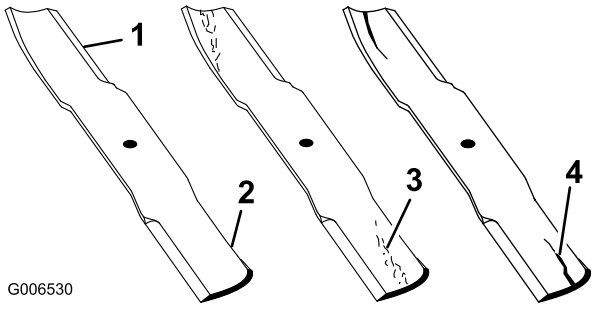

Figuur 22
2. Controleer nauwkeurig de uiteinden van het maaimes, in het bijzonder op de plaats waar het platte en het gebogen deel samenkomen (Figuur 22). Omdat het metaal dat het platte en het gebogen deel van het mes verbindt, kan wegslijten door zand en ander schurend materiaal, moet u dit steeds controleren voordat u gaat maaien. Als u slijtage opmerkt (Figuur 22), moet u het mes vervangen, zie Het maaimes verwijderen.
Als het mes gaat slijten, kan er een groef ontstaan tussen de vleugel en het platte deel van het mes (Figuur 22). Uiteindelijk kan dan een stuk van het mes afbreken en van onder de maaikast worden weggeslingerd waardoor de bestuurder of een omstander ernstig letsel kan oplopen.